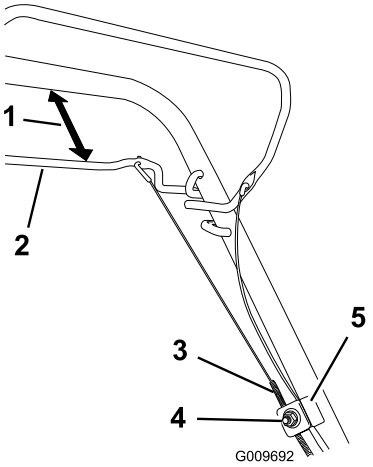

Figuur 32
1. Draai de moer van de kabelbeugel los (Figuur 32).
2. Houd de stang van de zelfaandrijving 25 tot 38 mm van de handgreep verwijderd (Figuur 32).
3. Trek de kabelmantel omlaag (naar de maaimachine toe) om alle speling uit de kabel te halen (Figuur 32).